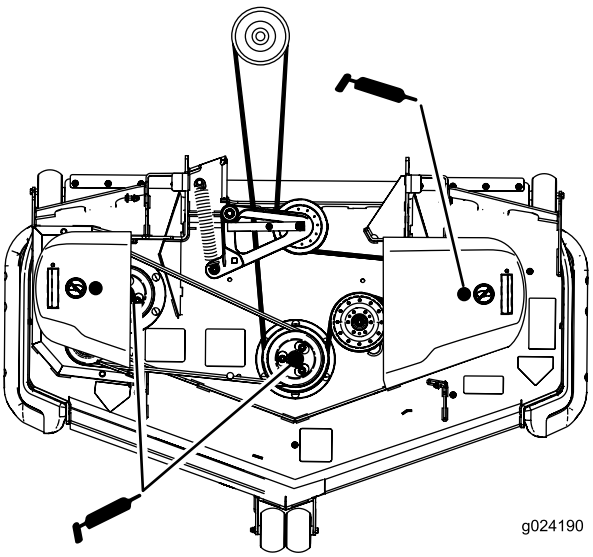

Figuur 37
3. Smeer de drie aslagers totdat er vet bij de onderste afdichtingen naar buiten komt (Figuur 37).
5. Smeer de arm van de spanpoelie van de aandrijfriem (Figuur 37).